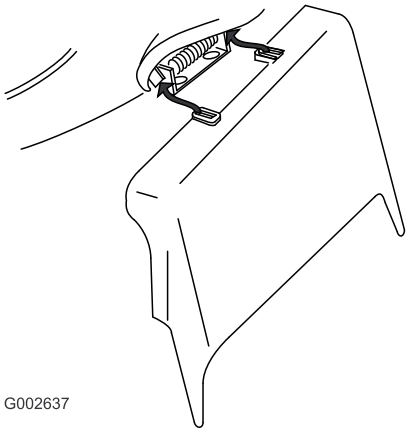

Figur 33
3. Montera sidoutkastaren och stäng luckan till utkastaren (Figur 33).